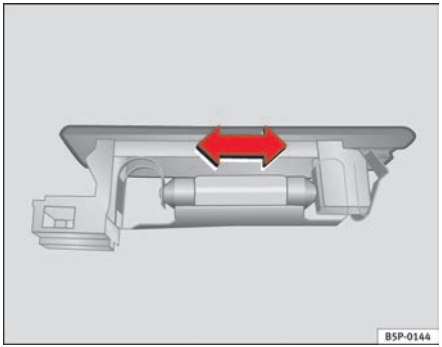

Fig. 199 Luggage compartment light
– Press the lamp sideways and remove it from the allotment ⇒ page 266, fig. 199. ■